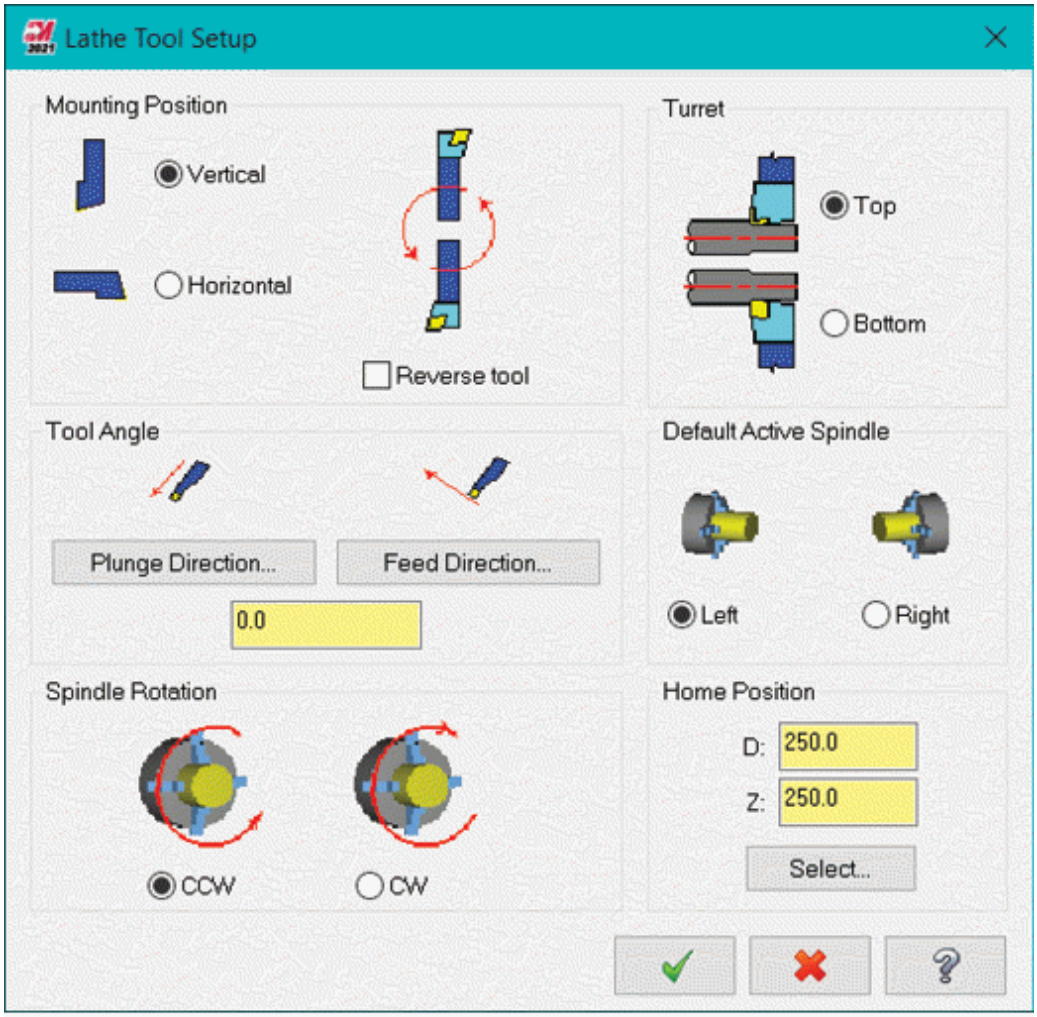

Figure-26. Lathe Tool Setup dialog box
- To specify the tool direction and machine assembly parameters, click on the **Setup Tool** button. The **Lathe Tool Setup** dialog box will be displayed; refer to Figure-26.